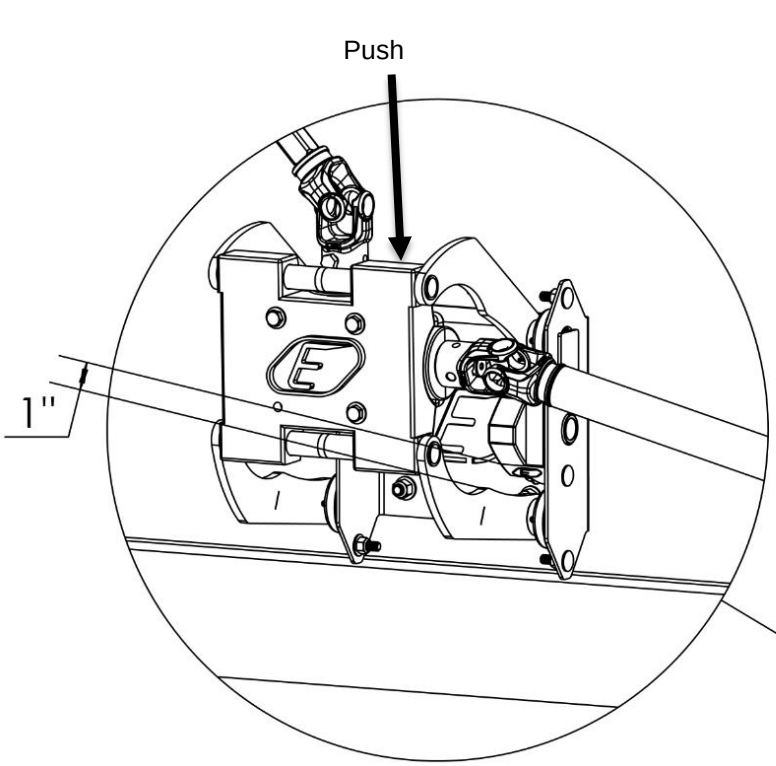

Figure 13
1. **Figure 13.** Push downwards on the pivoting system and leave a gap of **1,0''** between the stop block and the system lever.